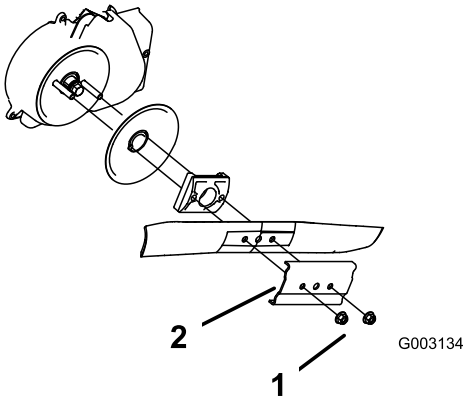

Figura 30
3. Retire las 2 tuercas de la cuchilla y el refuerzo (Figura 30).
4. Retire la cuchilla (Figura 30).
5. Instale la cuchilla nueva (Figura 30).